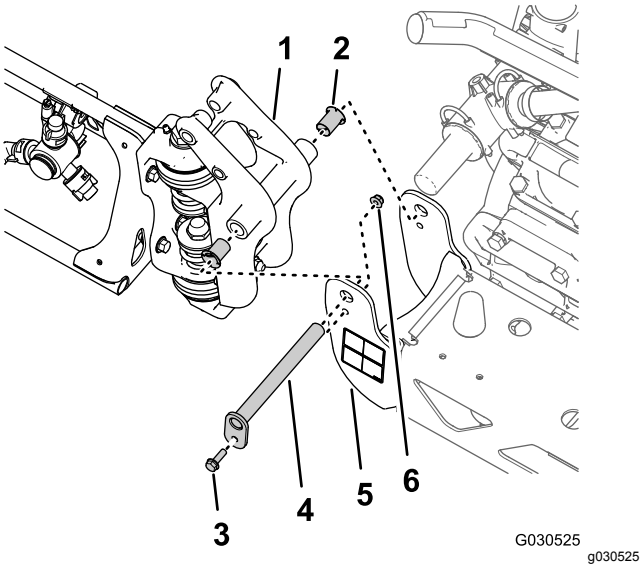

Figur 40
1. Fjern flenshodebolten (5/16 x 1 tomme) og flenslåsemutteren (5/16 tomme) som fester svingbolten til svingbraketten (Figur 40).
2. Fjern svingbolten fra svingbraketten for den midtre sprederseksjonen og svingkoblingen for den ytre sprederseksjonen (Figur 40).
3. Løsne den ytre sprederseksjonen fra den midtre sprederseksjonen, og fjern den ytre seksjonen fra maskinen (Figur 40).
4. Fjern de to nylonflensbøssingene fra svingkoblingen på den ytre sprederseksjonen (Figur 40).